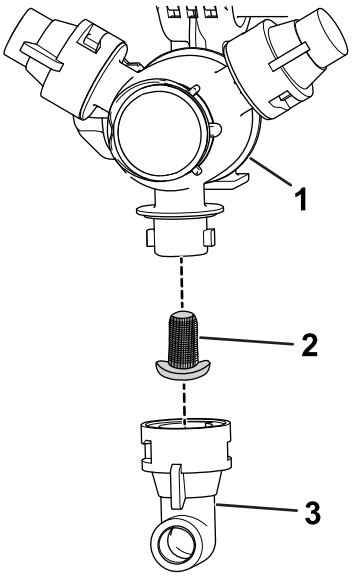

Figura 62
2. Retire la boquilla de la torreta de fumigación (Figura 62).
3. Retire el filtro de boquilla usado (Figura 62).
4. Instale el filtro de boquilla nuevo (Figura 62).
5. Instale la boquilla en la torreta de fumigación (Figura 62).